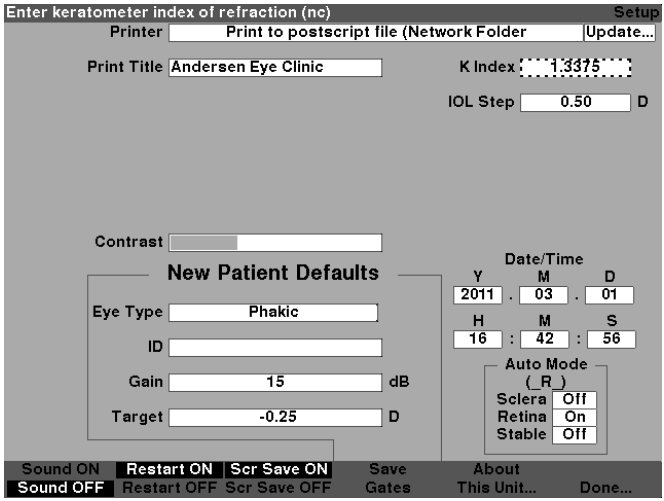

Figure 5-56 K Index Field Activated
2. Press the knob or the √ button, to activate the field, indicated by the dashed border as shown in figure 5-56.